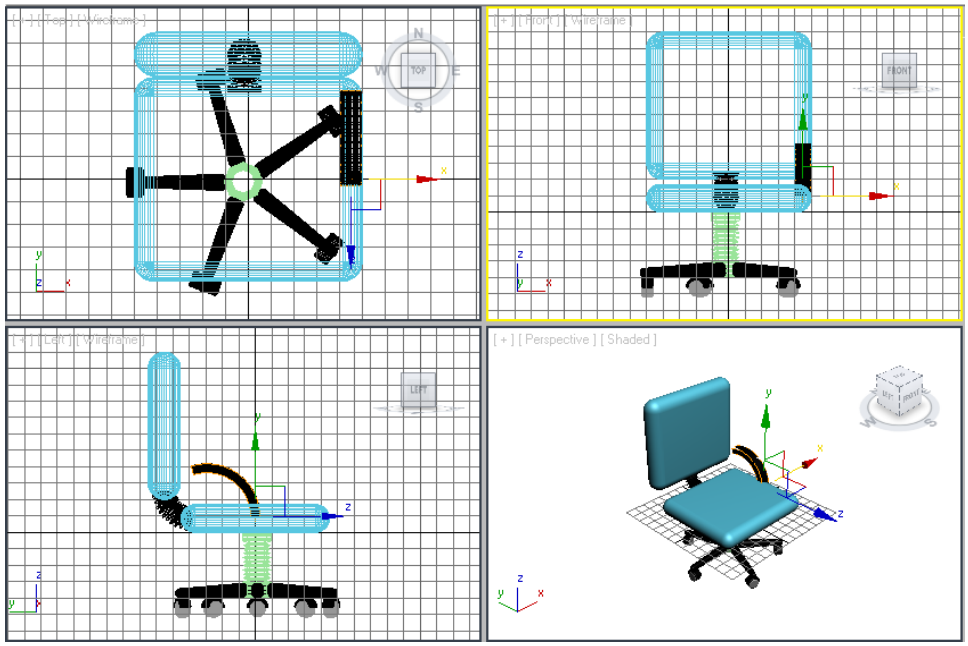

Figure 3-54 *Alignment of the right hand support01 in all viewports*
8. Align the *right hand support01* in all viewports, as shown in Figure 3-54.